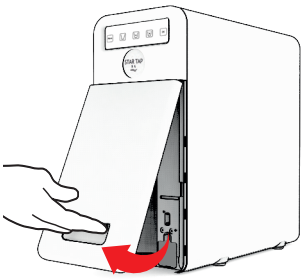

Fig. 1-13
41.1 - Estrarre lo sportello frontale in plastica riponendolo in posizione di sicurezza, vedi Fig.1-13.